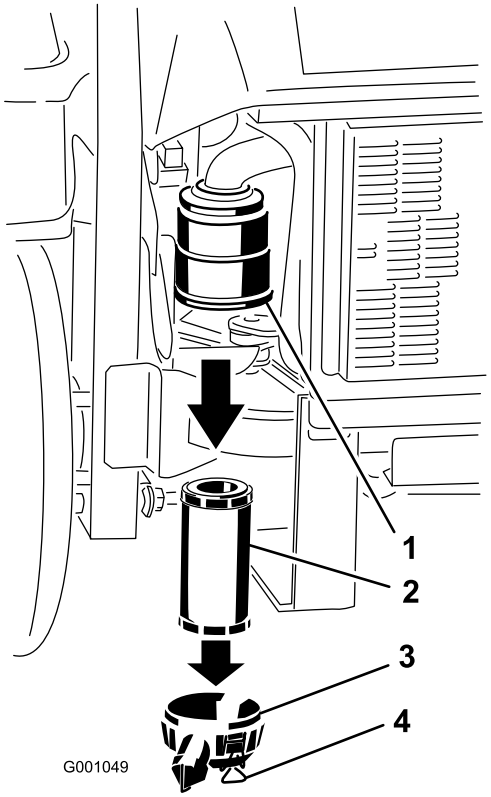

**Figuur 43**
3. Maak de sluitingen op het luchtfilter los en trek het luchtfilterdeksel van de luchtfilterbehuizing (Figuur 43).
5. Schuif het filter voorzichtig uit de luchtfilterbehuizing (Figuur 43). Zorg ervoor dat u niet met het filter tegen de zijkant van de luchtfilterbehuizing stoot.